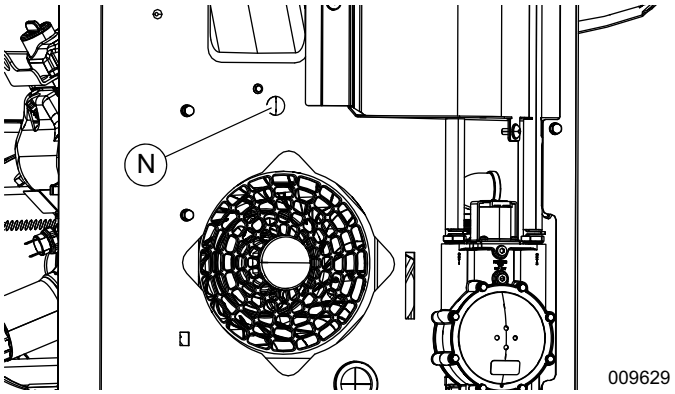

Figura 10. Orificio de acceso en el panel divisor
NOTA: Consulte la ***Figura 10***. En unidades con motores Serie 1000 (2016 hasta la actualidad), se puede acceder al tornillo del mezclador inferior a través de un orificio (N) en el panel divisor del motor. Retire la cubierta de plástico desde el orificio y déjela a un lado para volver a ensamblar.